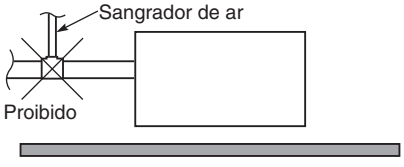

Fig. 3-10
- **Não instale um sangrador de ar pois isso pode causar o salpico de água da saída do tubo de drenagem. (Fig. 3-10)**